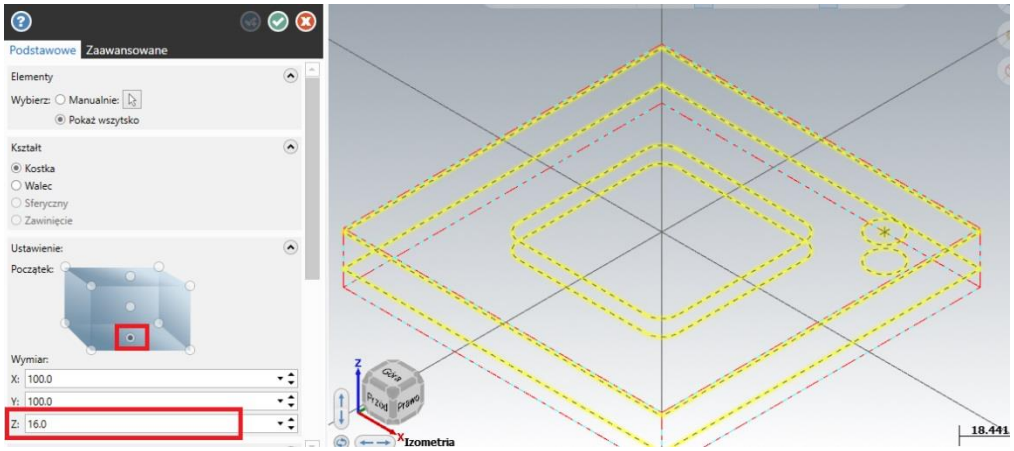

Rys. 27. Ustawienie naddatku górnego.
- Dodatkowy 1mm na płaszczyźnie górnej (planowanie powierzchni). Należy zablokować dolną powierzchnię, a następnie wartość 15 w osi Z zamienić na 16. W odniesieniu do poprzedniego ustawienie osi Z spowoduje to jedynie zwiększenie wysokości przygotówki o 1mm (Rys. 27).
[Tekst alternatywny. Rysunek 27 przestawia sposób ustawienia górnego naddatku]